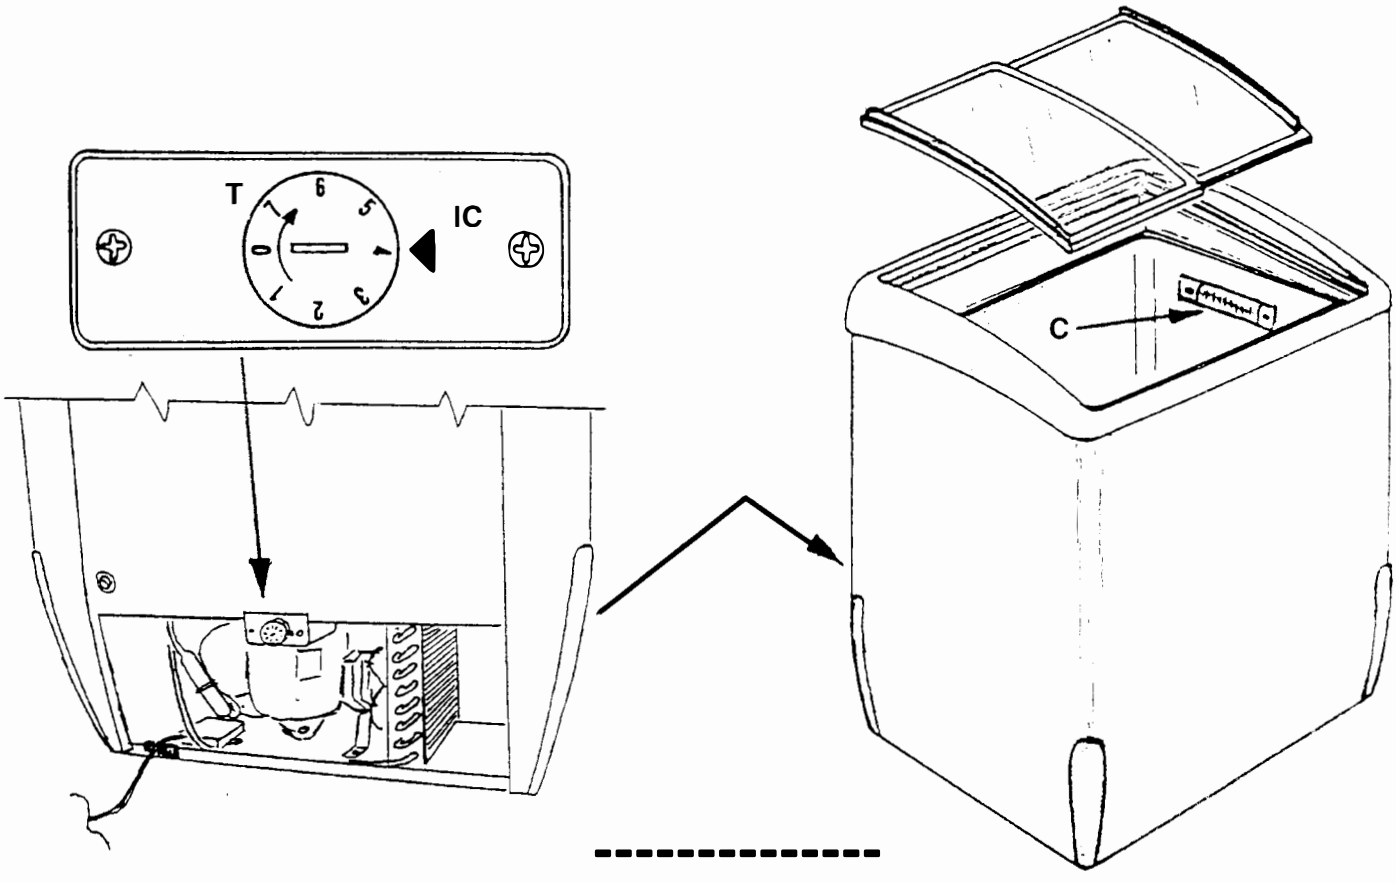

Fig. 2
- La vitrine doit être enclanchée à une prise de courant propre (non par un prolongateur ou prises multiples). Le cable d'alimentation doit être positionné dans une position protegée (non zones de passage - Figure 2).